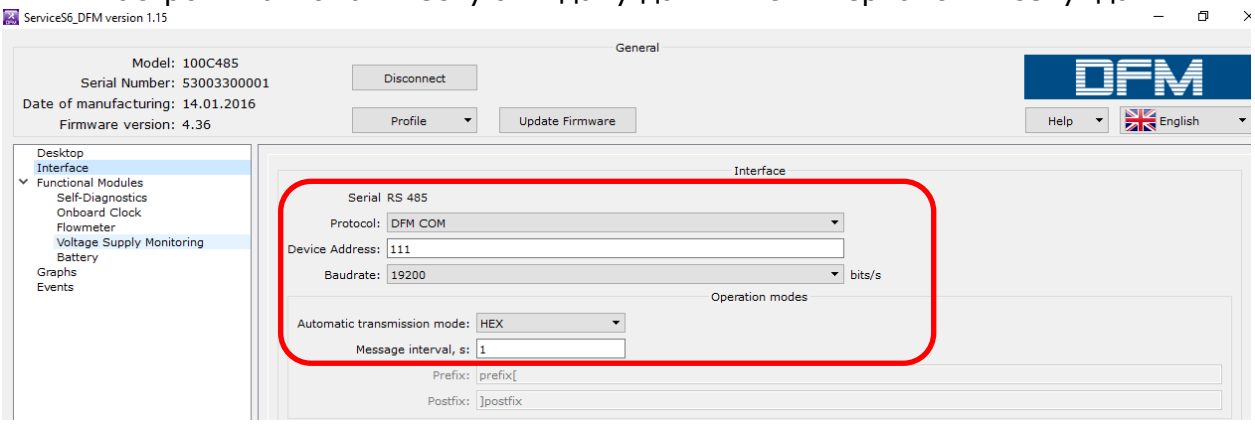

*Рисунок 1*
3.1.2. Для передачи данных с расходомера топлива необходимо произвести настройки (Рис. 1):